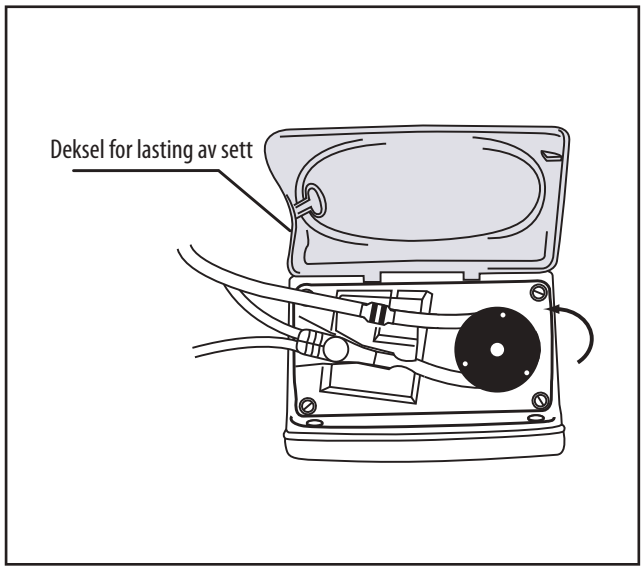

Figur 6B.
3. Grip fatt i MISTIC-koblingsenden (svart ringkobling), og vikle slangen mot klokken rundt rotoren. **Ikke strekk silikonslangen for mye. (Figur 6B).**
4. Trekk MISTIC-koblingsenden forsiktig mot venstre og opp til den er over sporet til venstre, og senk så koblingen inn i sporet. Skyv ned koblingen, og slipp den så opp for å sikre at den aktiveres på korrekt vis. (Figur 6B)